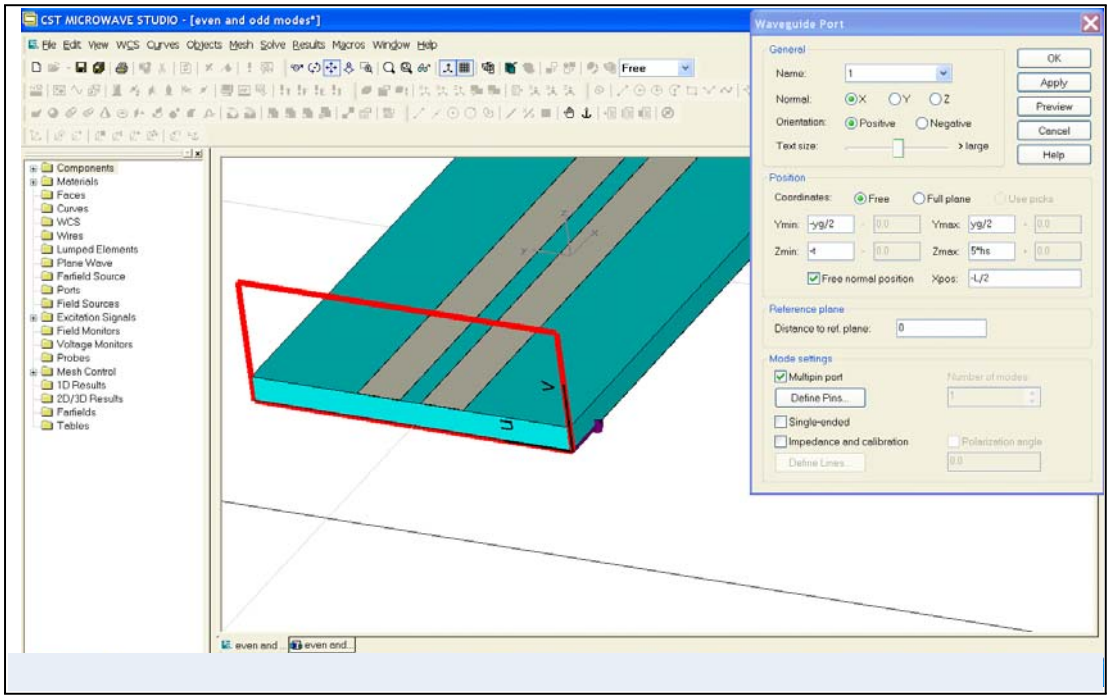

Figure 15 - Defining the multipin port.
4. Define a waveguide port and check the multipin box in the 'Mode setting', as shown in Figure 15.